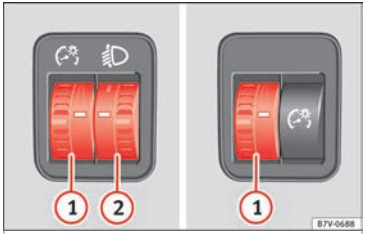

Fig. 142 Next to the steering wheel: instrument and switch lighting control (1) and headlight range control (2)
(1) Instrument and switch lighting
When the headlights are switched on, the brightness of the instruments and switch lighting can be regulated by turning the switch ››› Fig. 142 (1).
(2) Headlight range control
The headlight range control ››› Fig. 142 (2) is modified according to the value of the headlight beam and the vehicle load status. This offers the driver optimum visibility and the headlights do not dazzle oncoming drivers ››› ⚠.
To reset, turn switch ››› Fig. 142 (2):